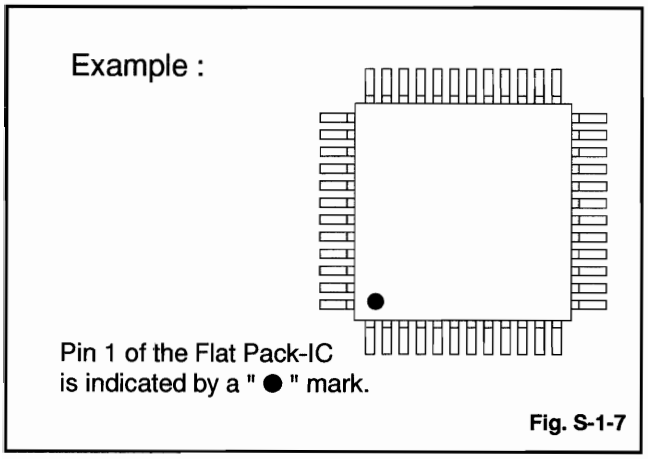
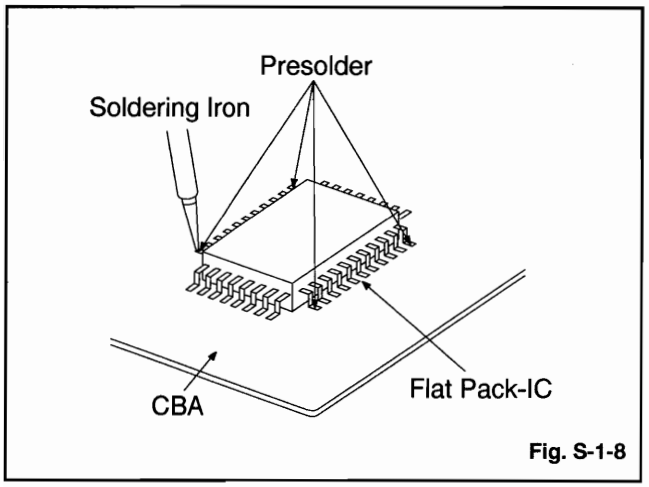

Fig. S-1-7
Fig. S-1-8
(1) Using desoldering braid, remove the solder from the foil of each pin of the flat pack-IC on the CBA so you can install a replacement flat pack-IC more easily.
(2) The " ● " mark on the flat pack-IC indicates pin 1. (See Fig. S-1-7.) Be sure this mark matches the 1 on the PCB when positioning for installation. Then pre- solder the four corners of the flat pack-IC. (See Fig. S-1-8.)
(3) Solder all pins of the flat pack-IC. Be sure that none of the pins have solder bridges.